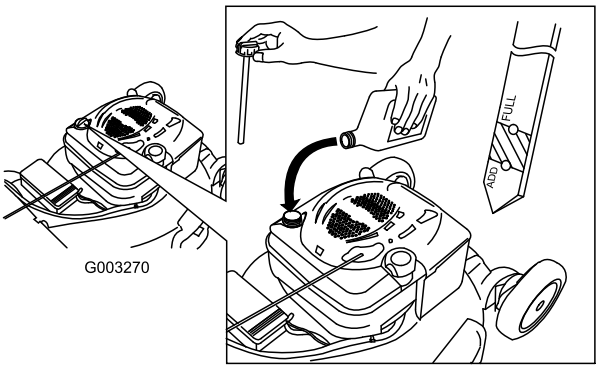

**Figura 6**
1. Togliete l'asta di livello (Figura 6).
2. Versate **lentamente** l'olio nel tubo di riempimento finché non raggiunge il segno di pieno sull'asta (Figura 6). **Non riempite troppo.** (Riempimento massimo: 0,59 litri, tipo: olio detergente SAE 30 con service classification API SF, SG, SH, SJ, SL o superiore.)